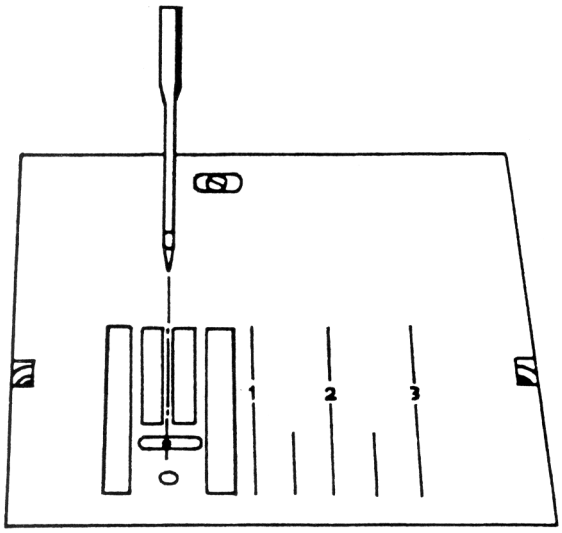
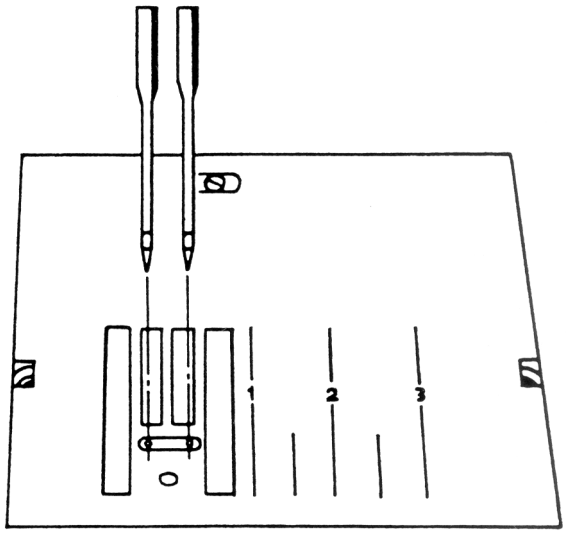

Рис. 26
Рис. 27
При установке на шитье прямой строчкой игла должна входить в середину прорези игольной пластинки (рис. 26). При установке на самую широкую зигзагообразную строчку расстояния между иглой и соответственно левой и правой кромками прорези должны быть одинаковыми (рис. 27).
- Проверьте визуально положение иглы в прорези игольной пластины (рис. 26).
- Поворачивая маховое колесо, проверьте положение иглы при левом и правом уколах (рис. 27).
- Сместите влево или вправо шаговый двигатель 46, чтобы игла заняла среднее положение в прорези игольной пластинки (рис. 26).